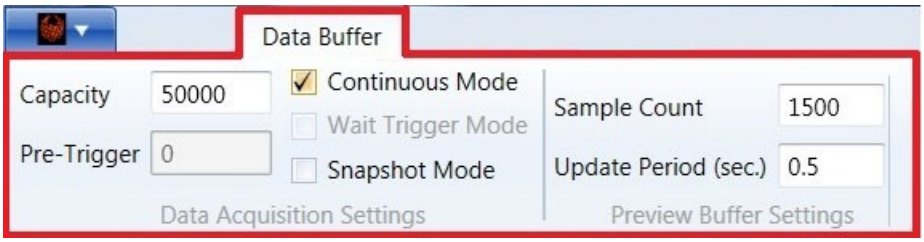

Figure 8-4. Data Buffer Tab
4. [**Data Buffer tab**] For a basic power measurement, select or change the following settings in the Data Buffer tab, as shown in Figure 8-4: